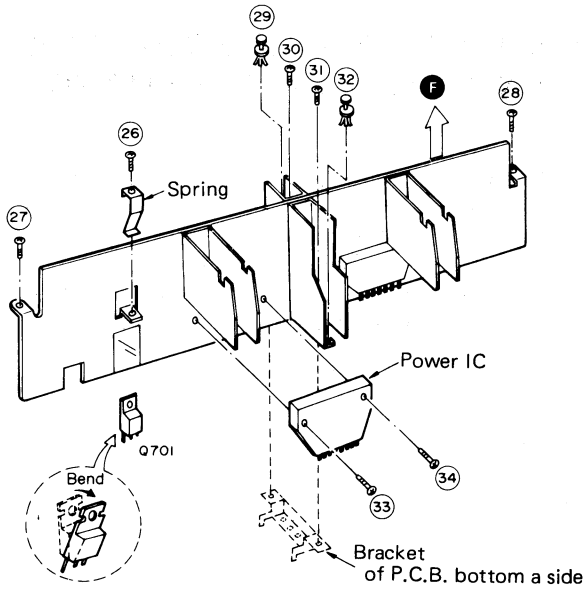

Fig. 6
3. Remove the transistor (Q701) press spring setscrew [Fig. 6: ㉖]to detach the spring.
4. Remove the 2 setscrews [Fig. 6: ㉗,㉘] the front chassis.
5. Remove the heat sink mounting 2 setscrews and 2 lock pins [Fig. 6: ㉙~㉜] from P.C.B. and bracket.
6. Remove the heat sink along with the power IC in the direction of the arrow Ⓕ. [Fig. 6]
7. Remove the 2 setscrews [Fig. 6: ㉝,㉞] used to secure the power IC on the heat sink, and then pull the power IC.